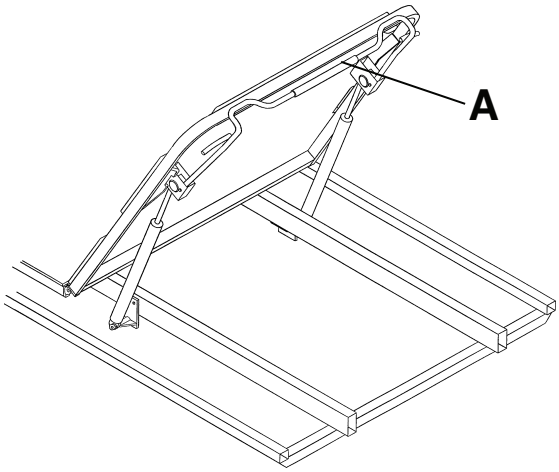

Figur 5 – Pneumatiskt Fowler-ryggstöd
För att höja Fowler-ryggstödet ska du trycka på det röda frigöringshandtaget (A) på Fowler-ryggstödet och dra upp Fowler-ryggstödet till önskat läge (Figur 5).